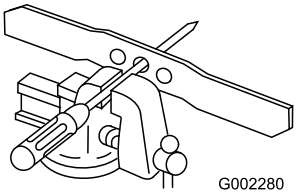

Bild 37
1. Prüfen Sie die Auswuchtung des Messers, indem Sie das mittlere Loch im Messer über einen Nagel oder einen Schraubenzieherschaft hängen, den Sie horizontal in einen Schraubstock einklemmen (Bild 37).